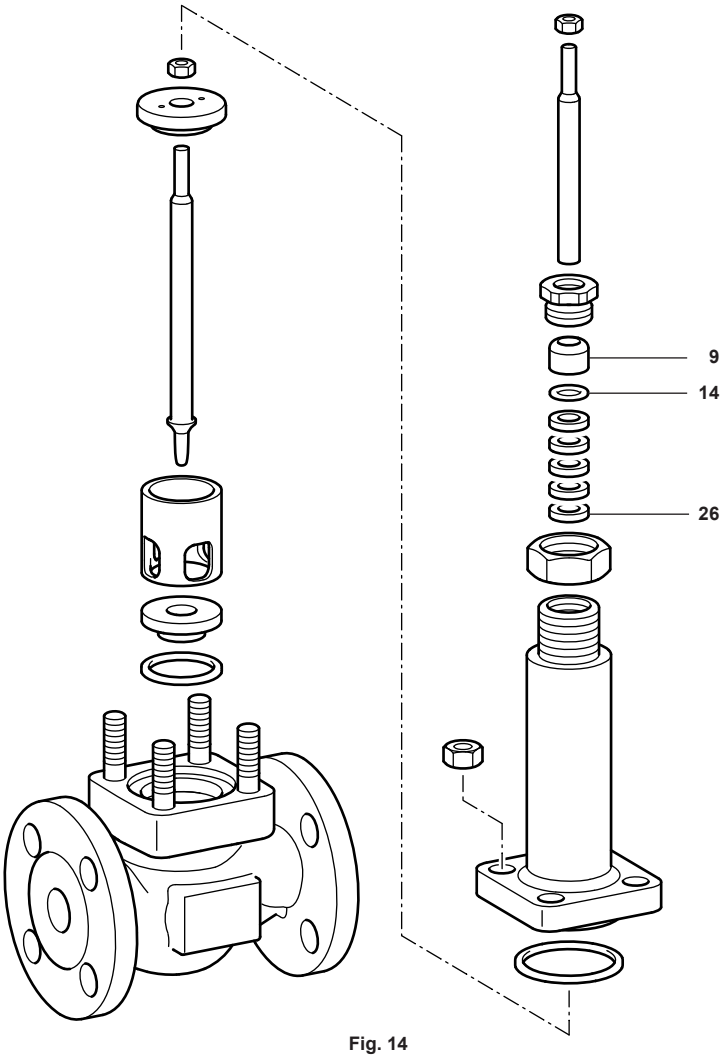

Fig. 14
- **Bonete prolongado DN15-100 (fig. 14)**